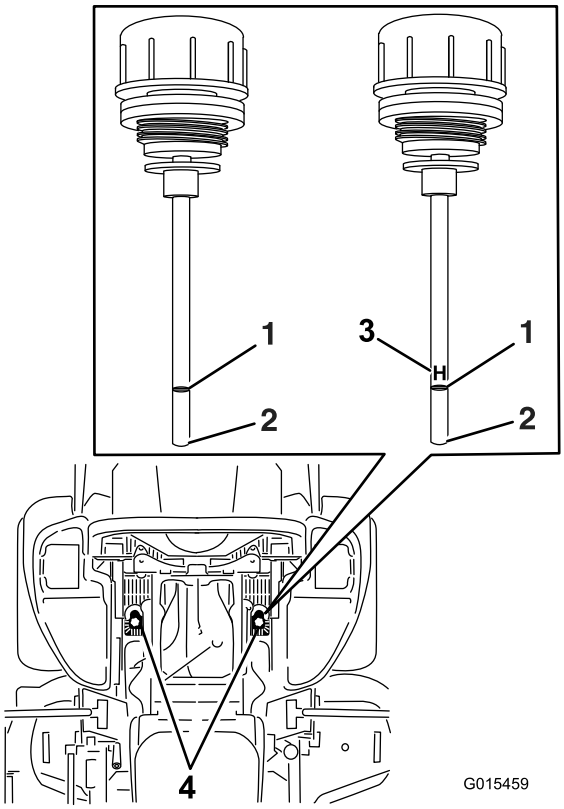

Figur 84
6. Rengör området runt oljestickorna i hydraulsystemets tankar (Figur 84).
7. Ta bort en oljesticka från hydraultanken (Figur 84).
9. Ta ut oljestickan och titta på änden (Figur 84).